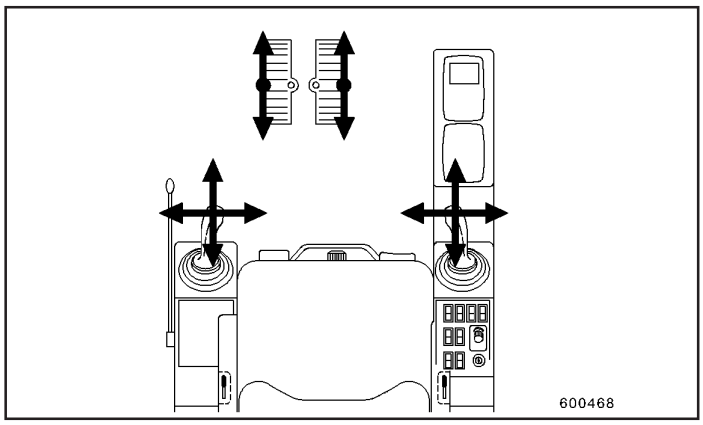

Fig.1
a) Circuito do sistema hidráulico de trabalho (Fig.1)